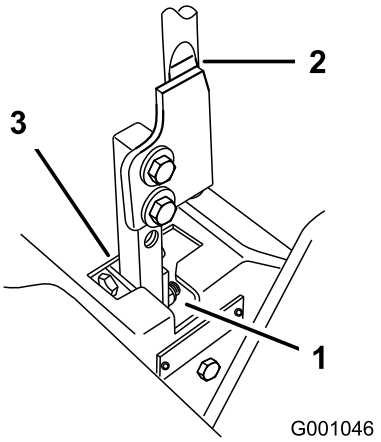

Figur 69
5. Flytta spaken till neutralläget, men lås inte fast den (Figur 69).
6. Dra spaken bakåt tills sprintbulten (på armen nedanför den vridbara axeln) kommer i kontakt med spårets ände (så att den precis börjar tryckbelasta fjädern) (Figur 69).
7. Kontrollera var rörelsereglaget står i relation till spåret i konsolen (Figur 69). Det ska vara centrerat så att reglaget kan vridas utåt mot det neutrala låsläget.